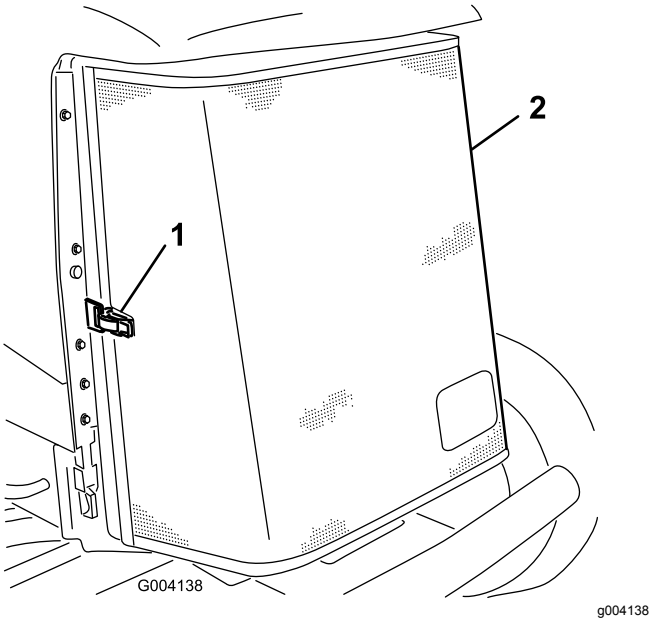

**Figur 65**
3. Lås klemmen op, og drej kølergitteret for at åbne det (Figur 65).